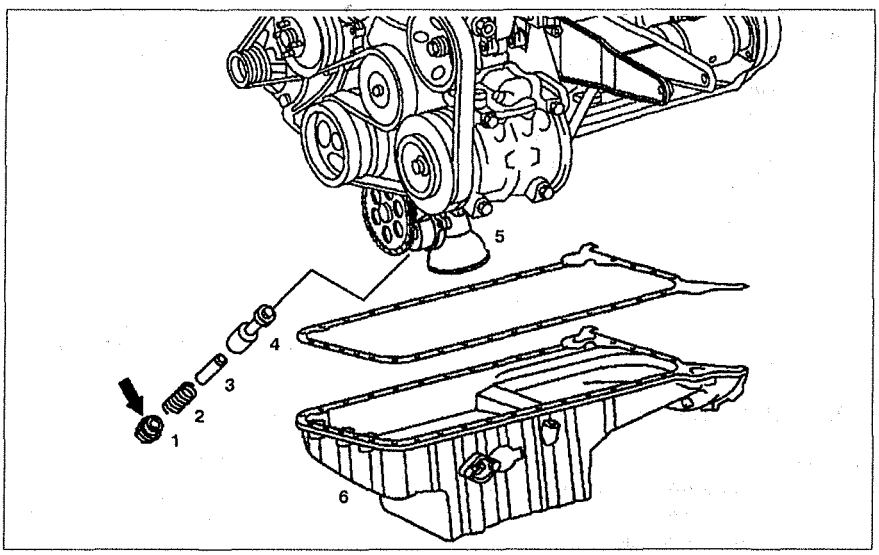

Рис. 2.95. Редукционный клапан:
1. Снимите поддон **6** (см.рис. 2.95).